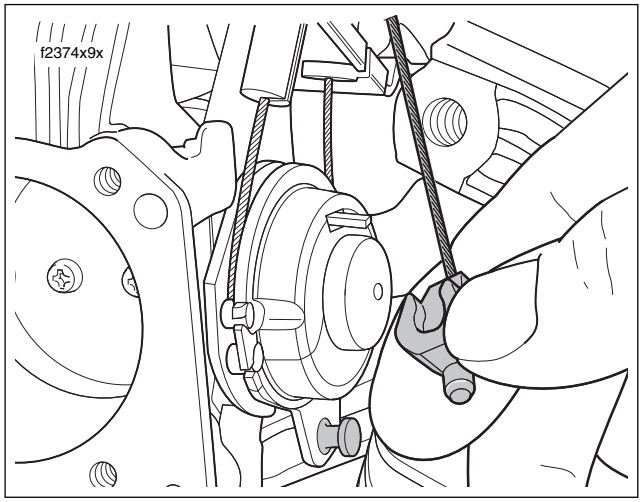

Figure 9-24. Remove End Fitting From Wheel Pin
5. On cruise control equipped models, remove E-clip from sleeve at end of cruise cable housing. Using slot, remove cable housing from cable guide in throttle cable bracket. Push the plastic end fitting on the cruise cable to the outboard side to release from wheel pin. See Figure 9-24.